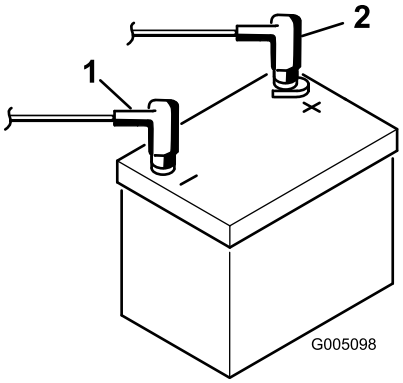

Figuur 6
2. Sluit de pluskabel (rood) van de accu vanaf de startmotorsolenoïde aan op de pluspool (+) van de accu (Figuur 6). Zet deze vast met een sleutel en smeer vaseline op de accupool. Zorg ervoor dat de kabel vrij van de stoel blijft als deze stoel helemaal naar achteren is gezet, omdat dit kan leiden tot slijtage of beschadiging van de kabel.